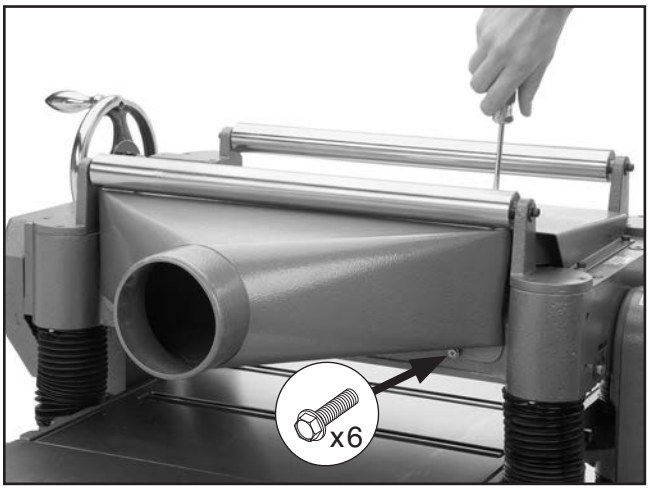

Figure 15. Installing dust hood.
7. Attach dust hood to planer with (6) M6-1 x 12 flange bolts (see **Figure 15**).